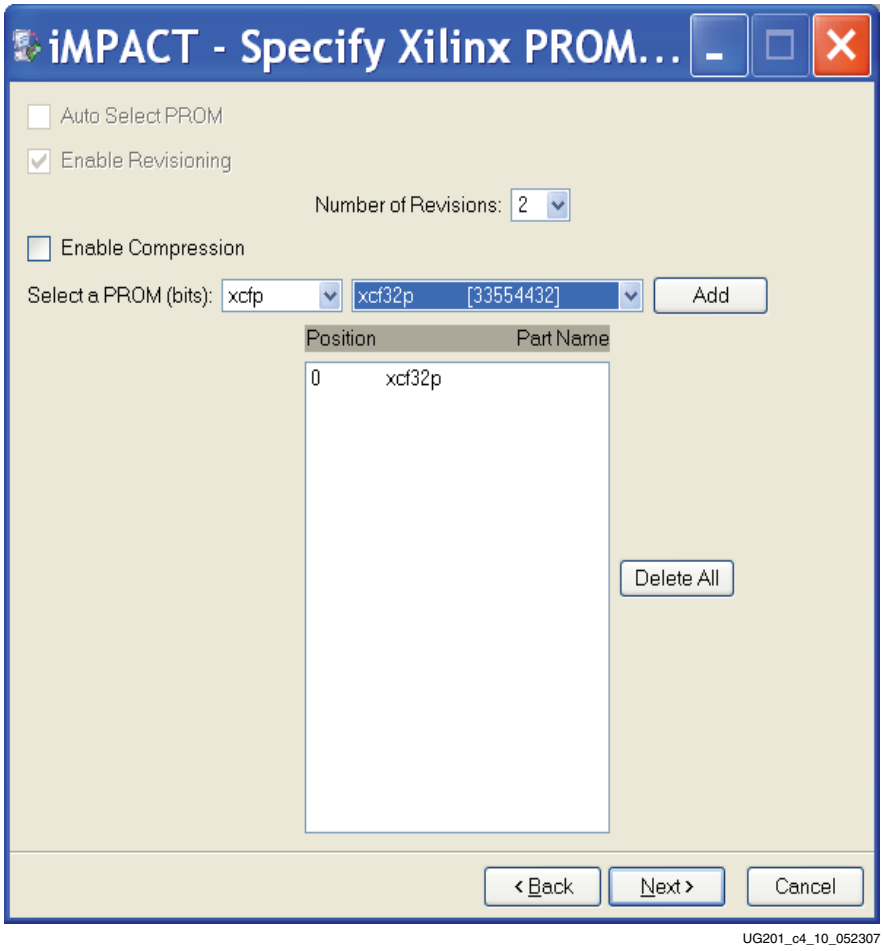

Figure 4-10: **Specify Xilinx PROM Device**
1. Under **Specify Xilinx PROM Device**, shown in Figure 4-10, select the following: